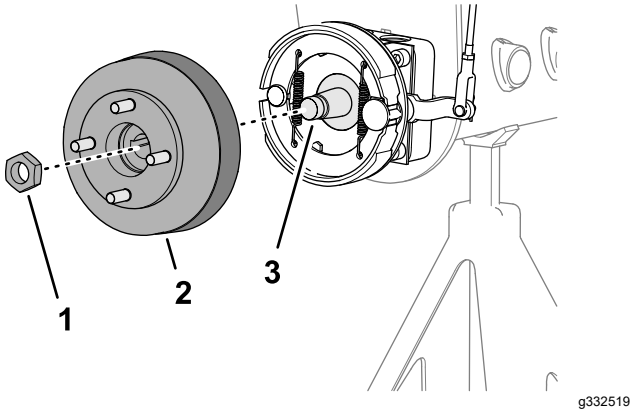
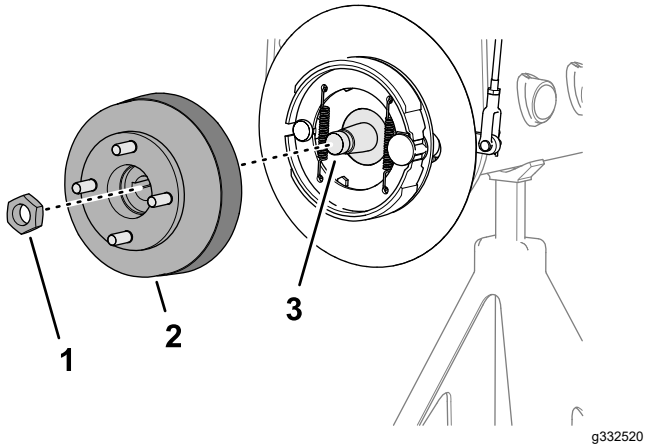

Figur 74
Figur 75
3. Monter hjulnavet og bremsetromlen på hjulmotorakslen (Figur 74 eller Figur 75).
4. Fastgør hjulnavet til akslen med låsemøtrikken (Figur 74 eller Figur 75), og tilspænd den med håndkraft.